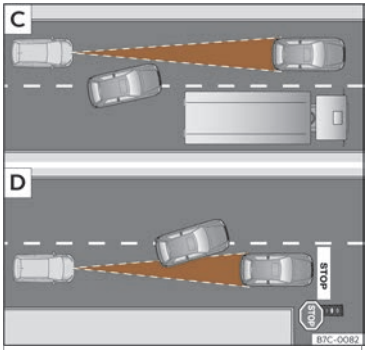

Fig. 160 C Cambio de carril dun vehículo. D Vehículo xirando e outro detido.
- Vehículos que cambien ao carril polo que vostede circula a pouca distancia do seu vehículo››› fig. 160 C.
O ACC non reacciona ante vehículos parados. Se por exemplo, un vehículo detectado polo ACC xira ou se afasta e diante do mesmo atópase un vehículo parado, o ACC non reaccionará ante este››› fig. 160 D.